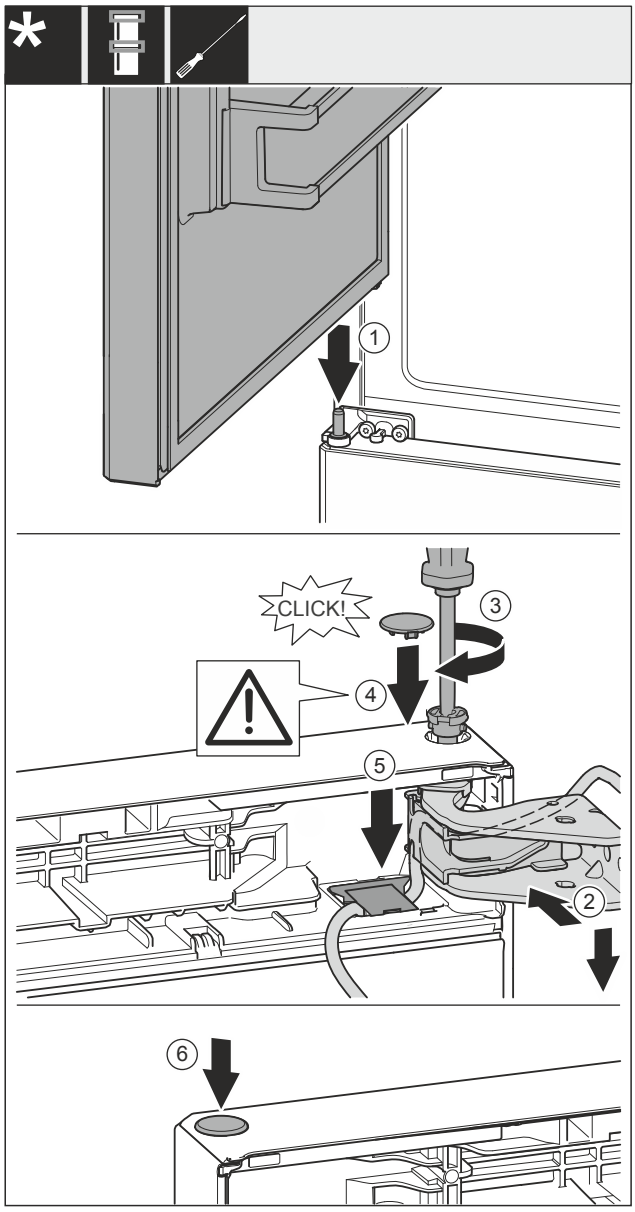

Fig. 60
- ▶ Horní dveře usaďte na prostředním ložiskovém čepu *Fig. 60 (1)*.
- ▶ Dveře nahoře vyrovnejte s otvorem ve stojanu ložiska *Fig. 60 (2)*.
- ▶ Vložte čep *Fig. 60 (3)* a pevně jej utáhněte šroubovákem.
- ▶ Nasaďte kryt *Fig. 60 (4)*.
- ▶ Zkontrolujte, zda kryt *Fig. 60 (4)* doléhá na dveře.
- ▶ Vložte kryt *Fig. 60 (5)* a zatlačte jej směrem dolů, dokud nezacvakne.
- ▶ Nasaďte kryt *Fig. 60 (6)*.